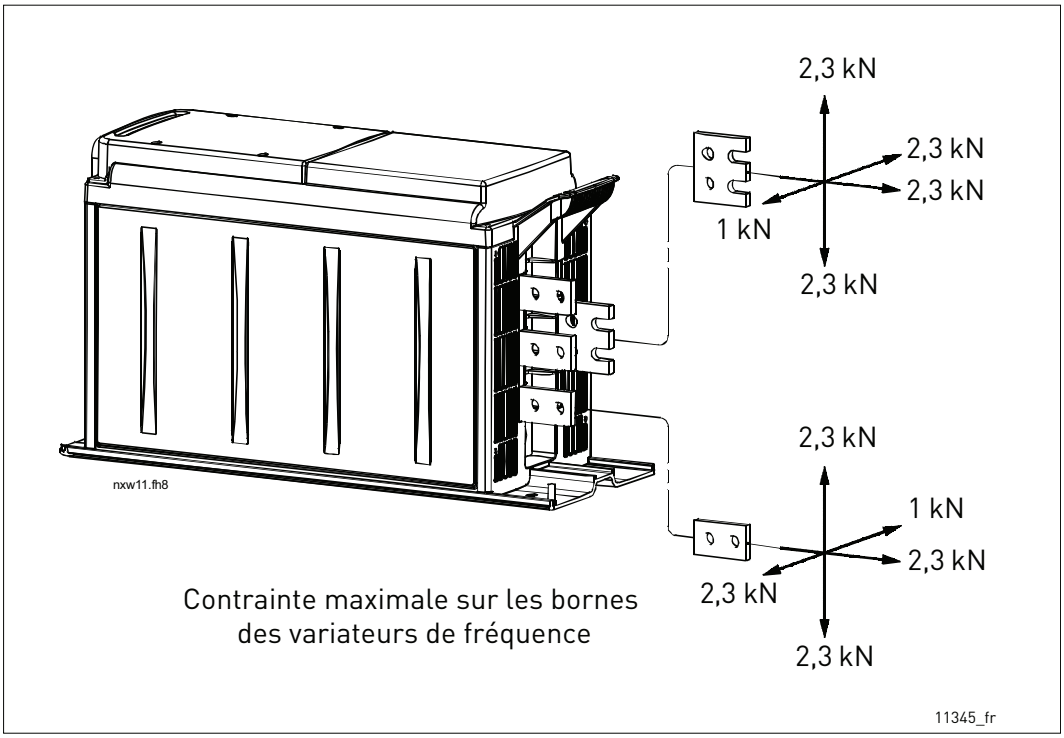

Figure 54. Contraintes maximales aux bornes
• Prenez en compte les contraintes maximales au niveau des bornes, représentées à la Figure 54.
Pour éviter les contraintes excessives au niveau des bornes de barres bus sur les onduleurs avec alimentation CC au niveau supérieur (CH61-CH64), utilisez des raccordements par barre bus flexible. Voir la Figure ci-dessous. Les contraintes maximales au niveau des bornes sont représentées dans la Figure 54.